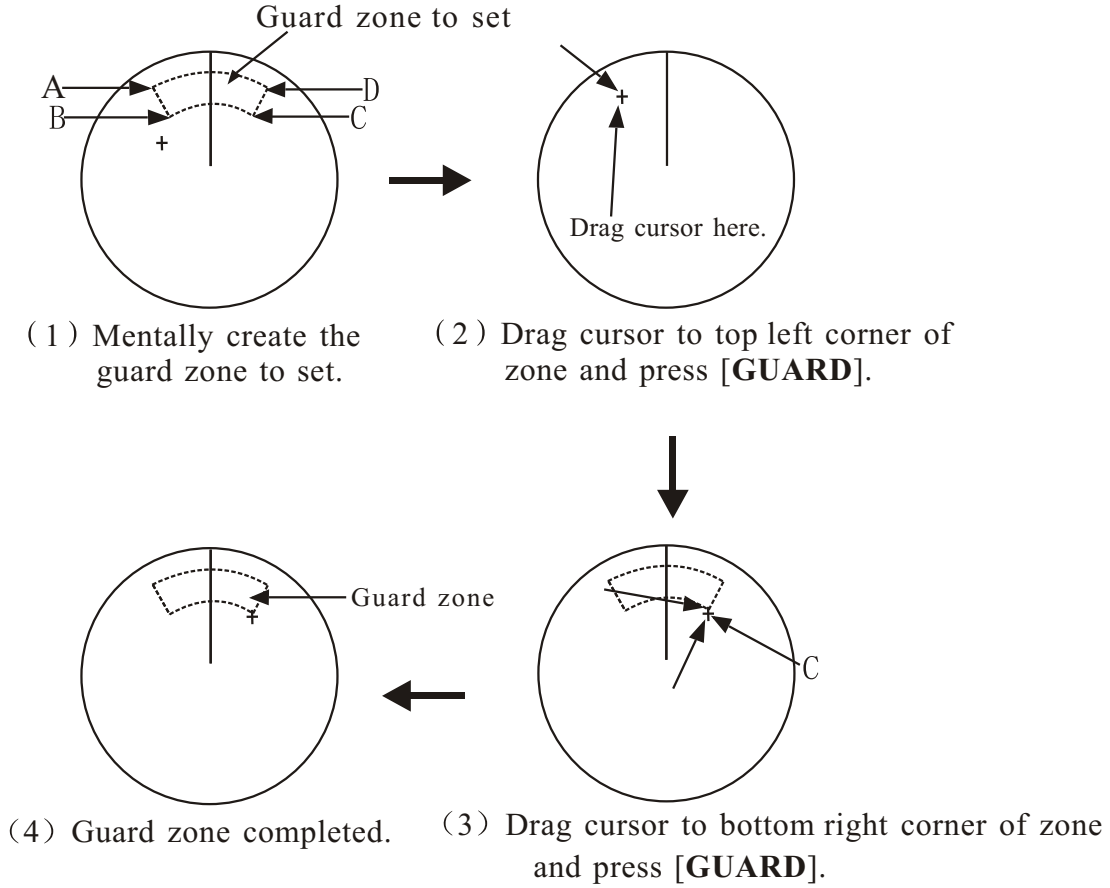

Figure 3-9 How to set the guard zone
4. Operate the onipad to set the cursor on point A or B. Press the [**ACQ/ENTER**] key. See Figure 3-9
5. Operate the omnipad to set the cursor on point C or D. See Figure 3-9 (3).
6. Press the [**ACQ/ENTER**] key. Alarm zone set, the red dotted line appears on the screen See Figure 3-9 (4).